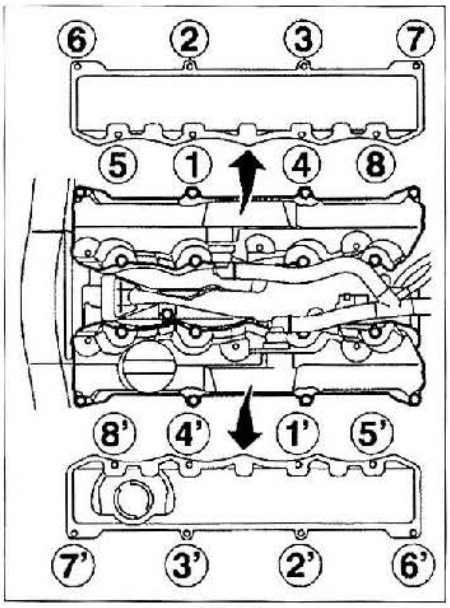

FIG. 39
• Apretar los tornillos de tapas de culata en el orden y al par prescritos **(fig. 39)**.